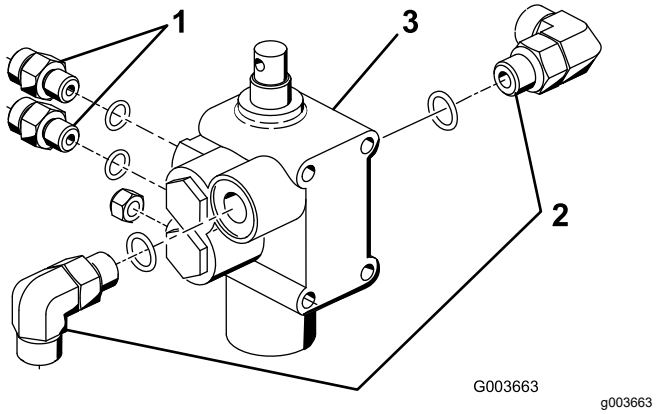

Rysunek 7
1. Wkręć kolanka 90° oraz 2 proste złączki hydrauliki do nowego zaworu podnoszenia w sposób pokazany na Rysunek 7.